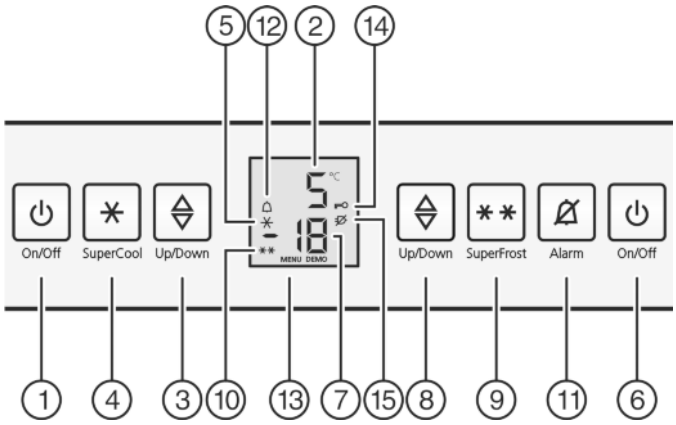

Fig. 2
▶ Нажмите кнопку On/Off морозильного отделения *Fig. 2 (6)*.
▶ Нажмите кнопку On/Off холодильного отделения *Fig. 2 (1)*.
▶ Активация режима настройки: Нажмите кнопку SuperFrost *Fig. 2 (9)* и удерживайте ее прим. 5 секунд.
▷ На индикаторе будет отображаться символ «Меню» *Fig. 2 (13)*.
▶ Для подтверждения нажать и отпустить кнопку «SuperFrost» *Fig. 2 (9)*.
▷ На индикаторе горит символ «Защита от детей» *Fig. 2 (14)*.
▶ Нажмите и сразу отпустите кнопку On/Off морозильного отделения *Fig. 2 (6)*.
▷ Символ «Защита от детей» *Fig. 2 (14)* гаснет.
▶ Нажмите кнопку Alarm *Fig. 2 (11)*.
Одновременно мигает индикация температуры и символ тревоги *Fig. 2 (12)*.
Звуковой сигнал выключается автоматически, символ аварийного сигнала *Fig. 2 (12)* выключается и индикатор температуры перестает мигать, если температура снова становится достаточно низкой.